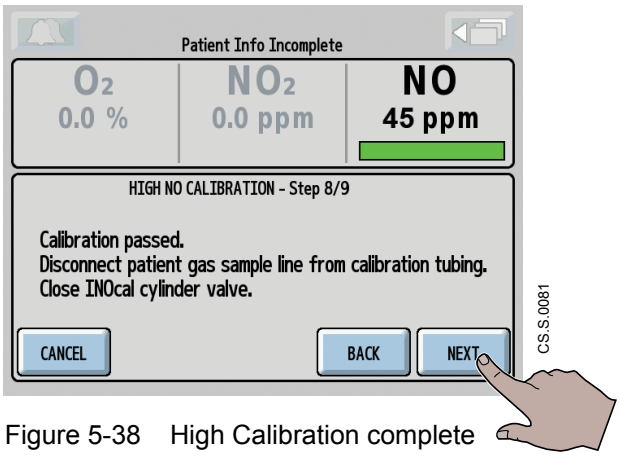

Figure 5-38 High Calibration complete
- The screen will display 45 ppm NO with a green bar below (see Figure 5-38).
Table 5-14 Screen Buttons, Figure 5-38